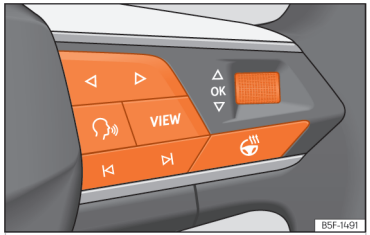

Abb. 10 Rechte Seite des Multifunktionslenkrads: Bedienelemente für die Menüs und Informationsanzeigen im Kombi-Instrument (modellabhängig).
Solange eine Warnung der Priorität 1 vorliegt, ››› S. 26, kann auf kein Menü zugegriffen werden. Einige Warnmeldungen können über die Taste OK am Multifunktionslenkrad bestätigt und ausgeblendet werden ››› (Abb. 10).
- Falls eine Meldung oder das Fahrzeug-Piktogramm angezeigt wird, drücken Sie die Taste OK ››› (Abb. 10); ggf. mehrere Male.